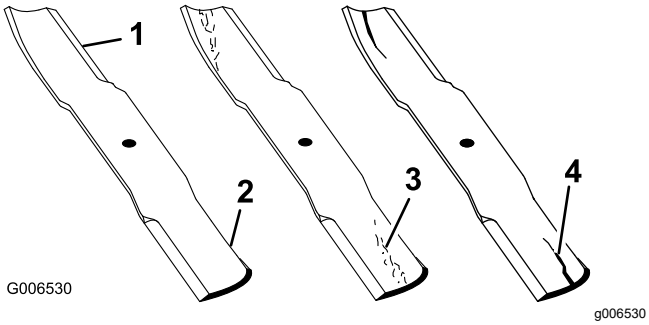

**Figur 73**
1. Undersøk kniveggene (Figur 73).
4. Hvis du finner sprekker, slitasje eller ser at det begynner å dannes spor i denne delen av kniven, må den skiftes ut øyeblikkelig (Figur 73).